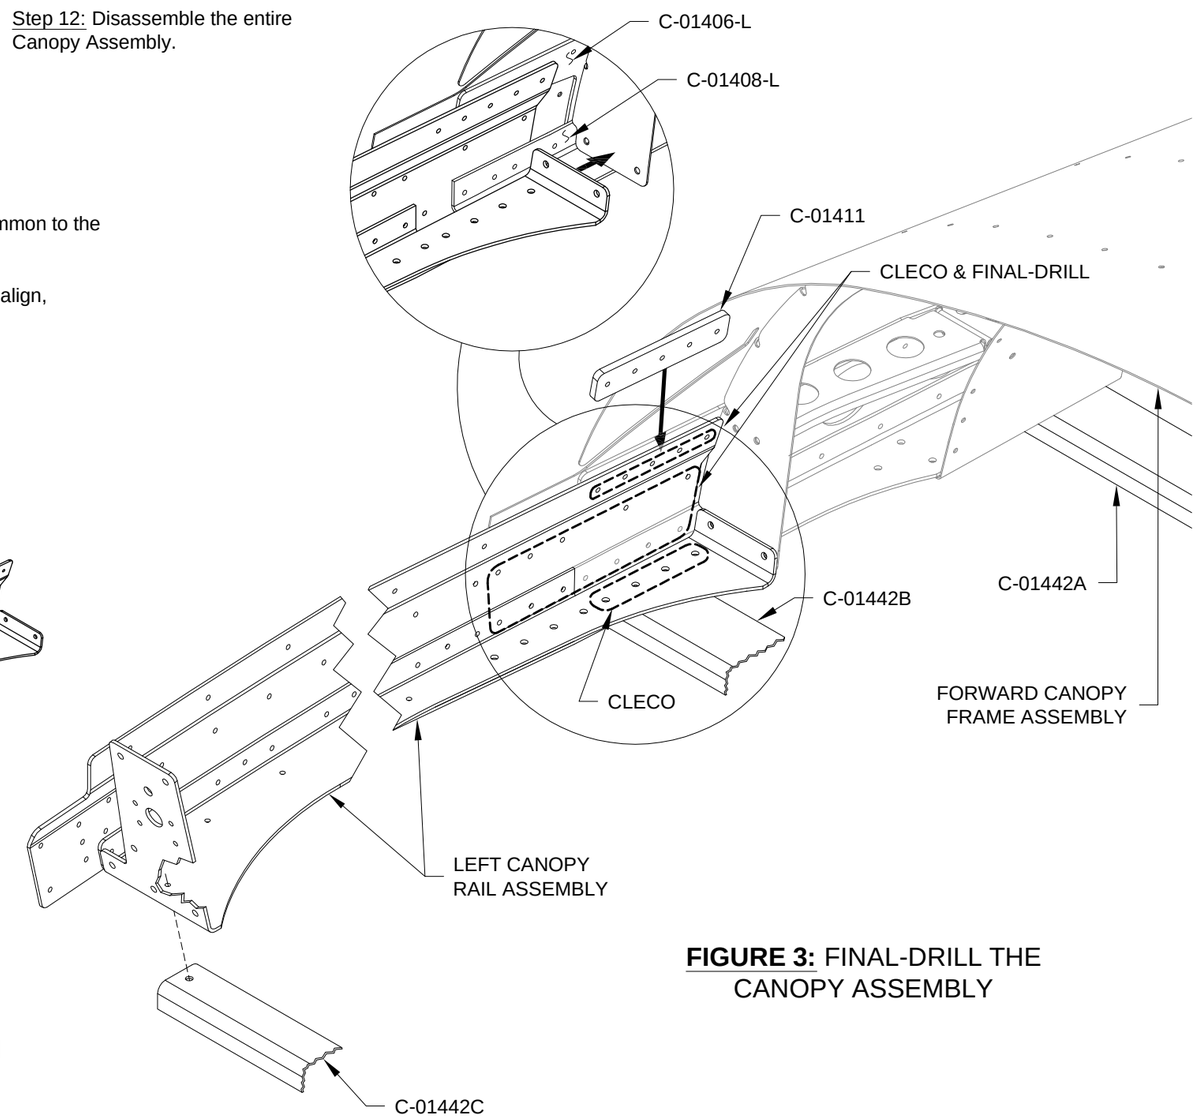

FIGURE 3: FINAL-DRILL THE CANOPY ASSEMBLY
Step 8: Slide the Left Canopy Rail Assembly between the C-01406-L Forward Canopy Rail and the C-01408-L Forward Canopy Rail Base as shown in Figure 3, then cleco the Left Canopy Rail Assembly to the Canopy Assembly.
Cleco the C-01442C Aft Canopy Fixture to the Canopy Assembly as shown in Figure 3 .
Step 10: Slide the C-01411 Canopy Rail Shim between the C-01406-L Forward Canopy Rail and the Left Canopy Rail Assembly, then cleco into place as shown in Figure 3.
Step 11: Final-Drill #40 the holes in the Canopy Assembly as called out in Figure 3.